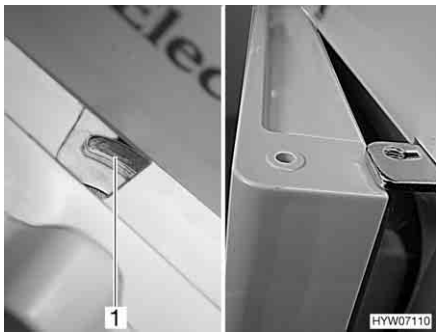

Fig. 145 Refrigerator door in ventilation position (Dometic 7 series)
- Push the lock completely to the right. The door latch (Fig. 145,1) keeps the refrigerator door in a fixed position. The refrigerator door will then stay slightly open (Fig. 145).